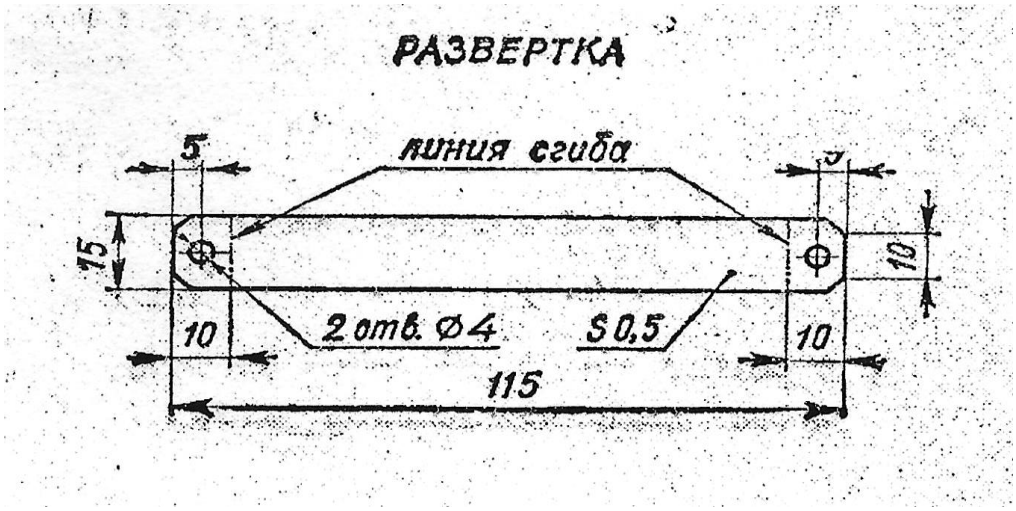

Рис. 6
- **Виготовлення скоби кріплення батареї (рис. 6)**
2. Розмітити обриси контуру розгортки скоби за кресленням (див. Рис. 6).